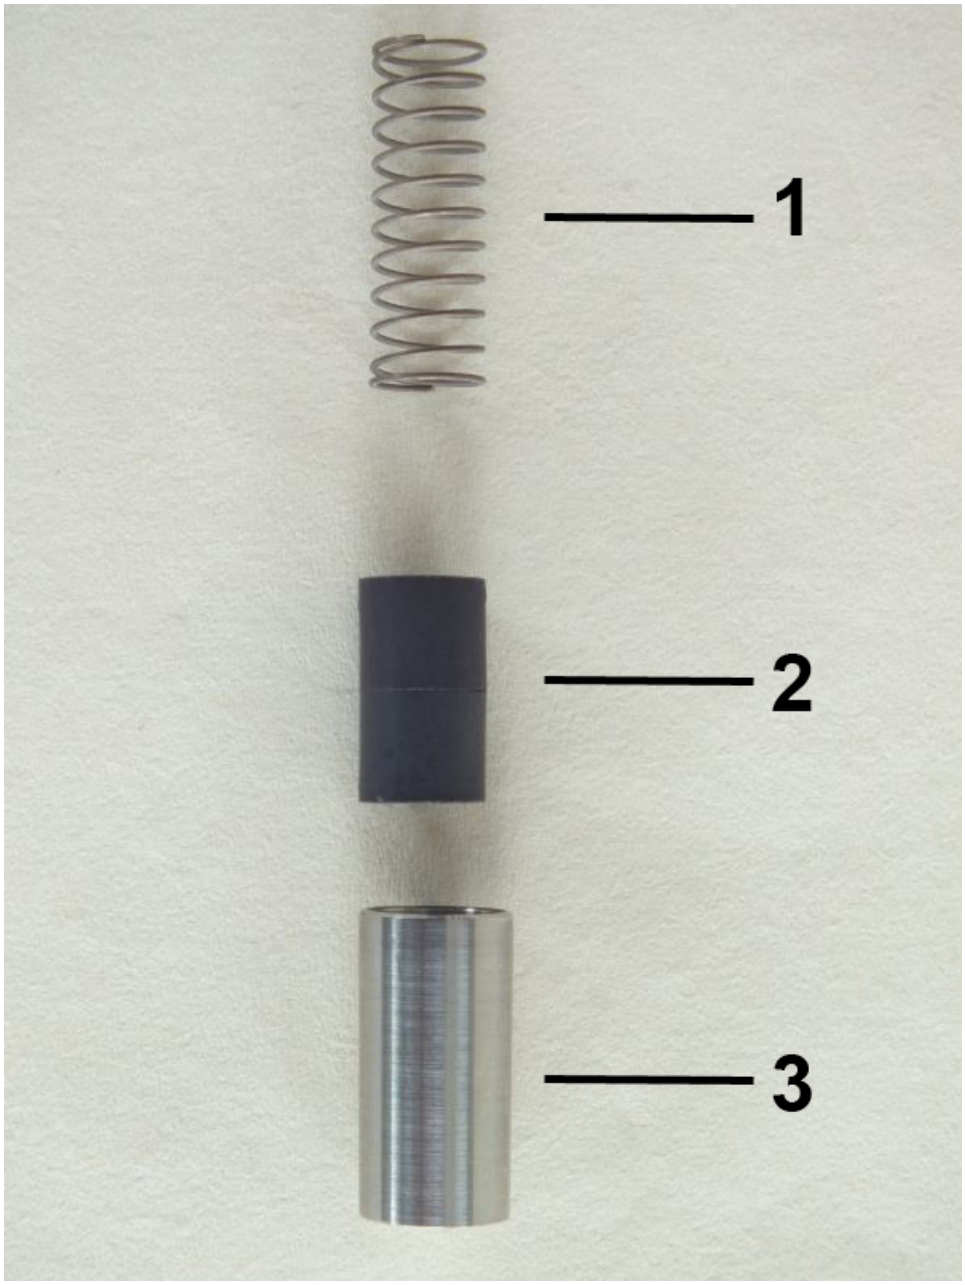

Fig. 43: Inner parts
4. Insert the spring (*Fig. 43*/1) and magnets (*Fig. 43*/2) into the float (*Fig. 43*/3) observing the magnetic polarity (north pole toward the outlet side).